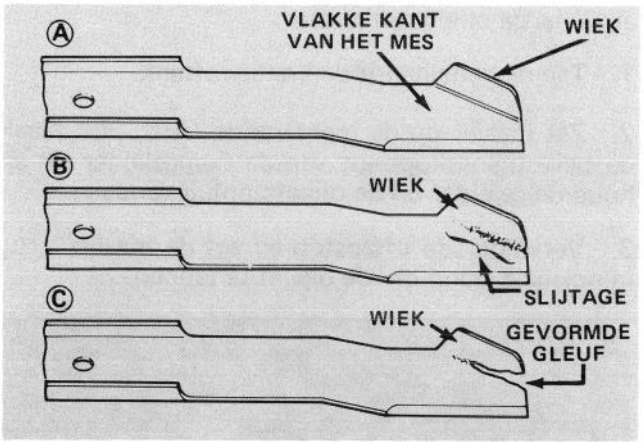

Afbeelding 30
3. Inspekteer snij-uiteinden van het mes zorgvulding; slijp of vervang wanneer nodig (Afb. 30).